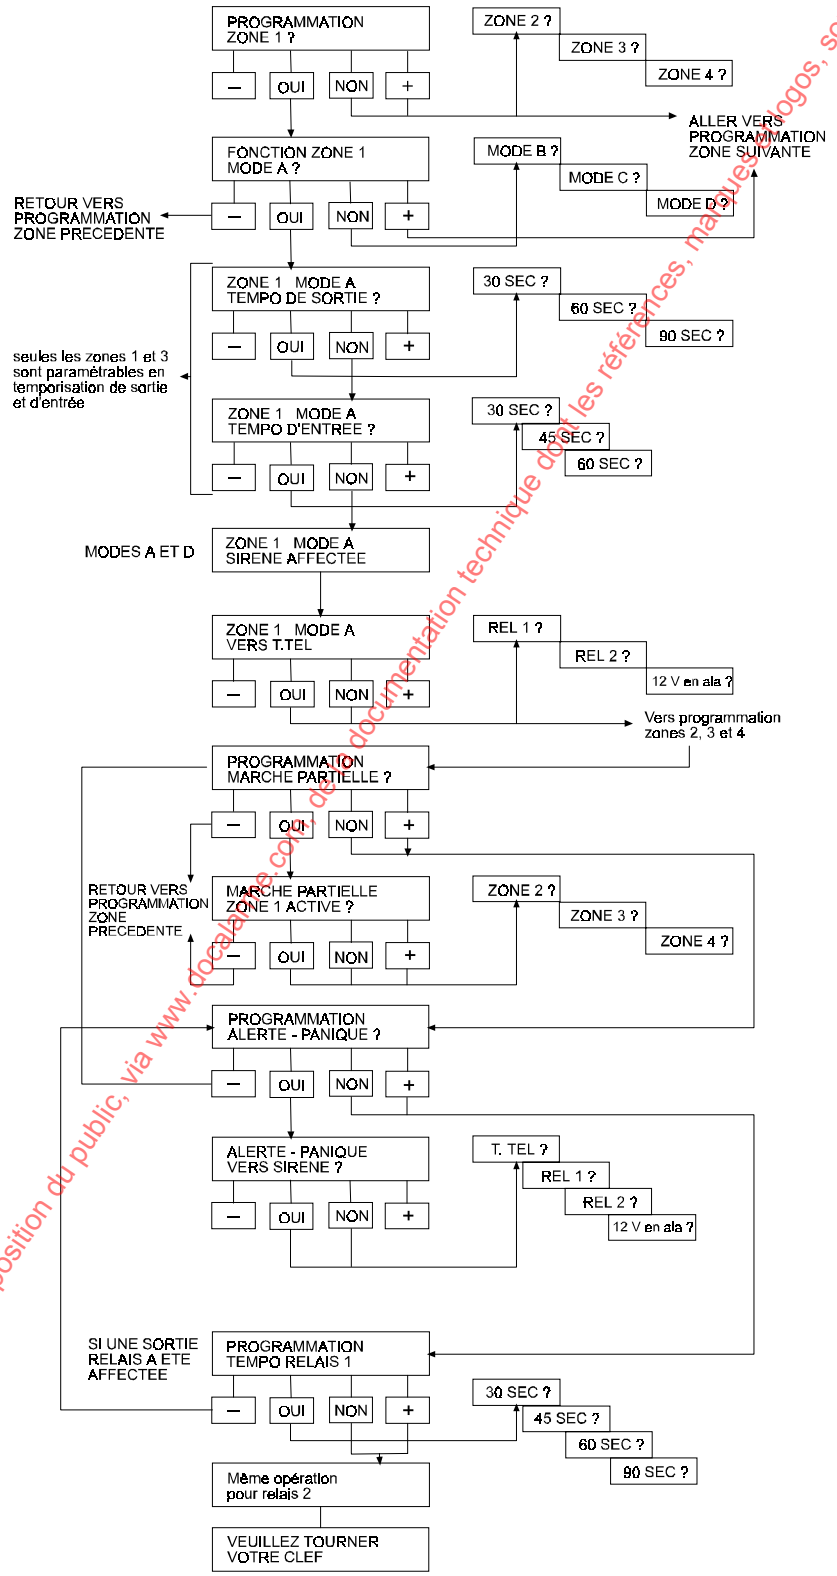

Fig.27
- Appuyer sur "OUI". Vous pouvez commencer alors votre programmation d'après le tableau de configuration et le synoptique fig.27.